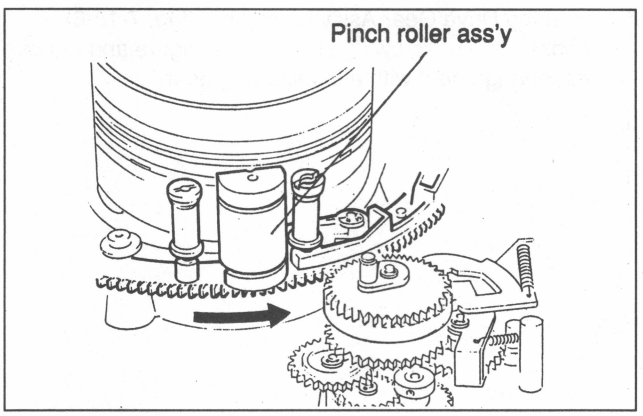

Fig.7-18-11 Loading Ring Ass'y Movement
9. Loading Ring Ass'y Movement (Fig. 7-18-11)